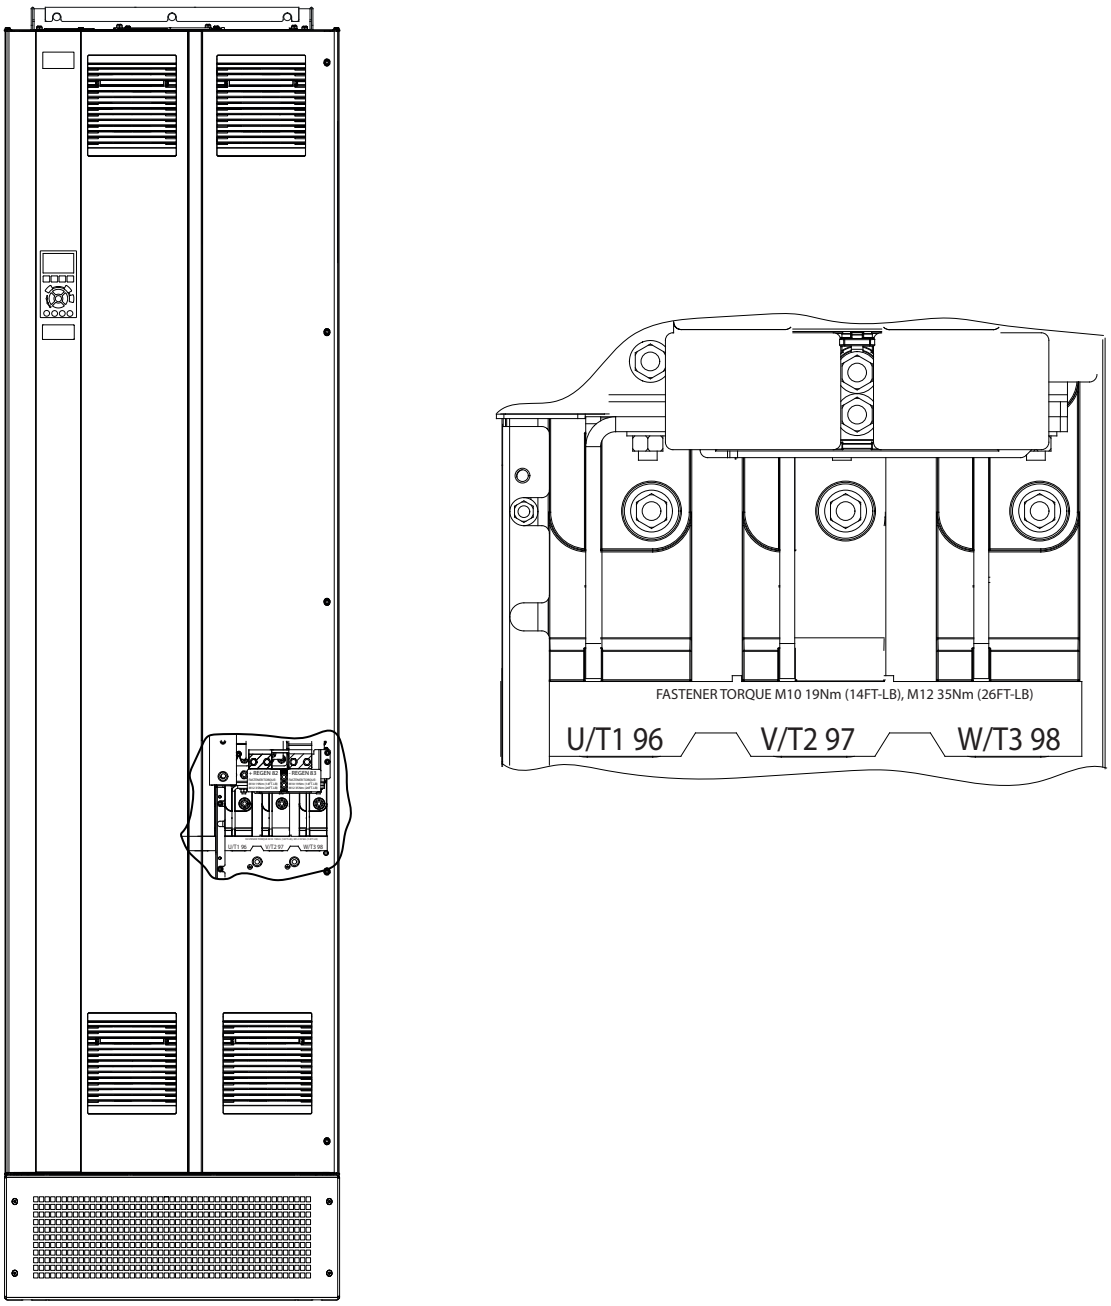

図 5.3 交流モーター端子 (E1h 表示)。端子の詳細ビューについては、*章 5.7 端子寸法*を参照してください
4. 3 相モーター配線を端子 96(U)、97(V)、98(W) に接続します。*図 5.3*を参照してください。